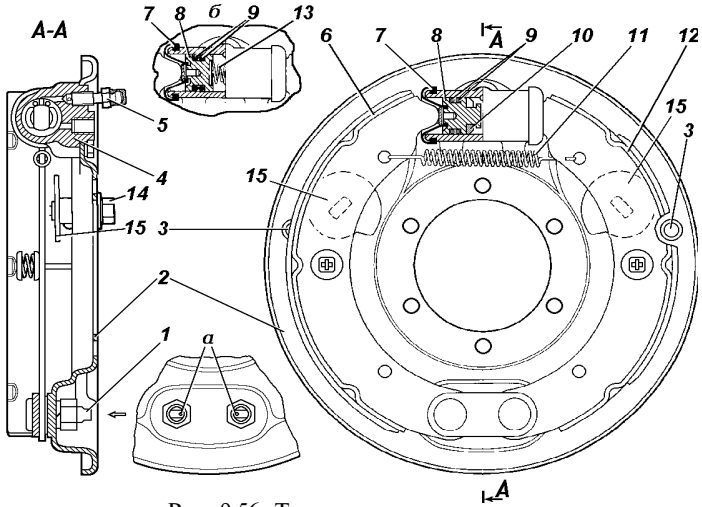
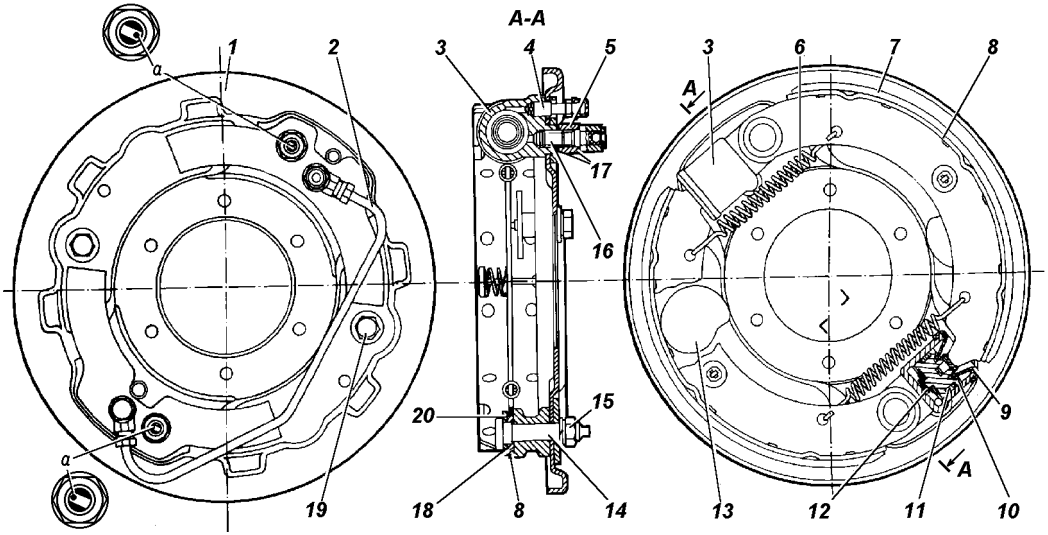

Рис. 9.56. Тормоз заднего колеса:
Рис. 9.57. Тормоз переднего колеса (для мостов, приведенных на рис. 9.46):
Барабанные тормозные механизмы задних колес (рис. 9.56) и барабанные тормозные механизмы передних колес (рис.9.57).
2. Вращайте колесо постепенно и поворачивайте болт 14 (см. рис. 9.56) или 19 (см. рис. 9.57) регулировочного эксцентрика до тех пор, пока колесо не затормозится.